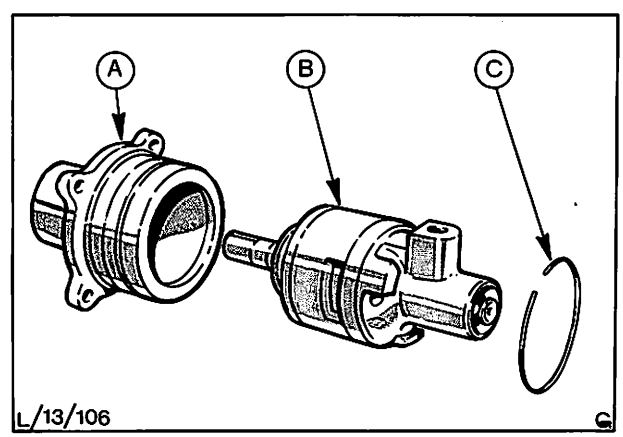

Abb. 68 Ausbauen der Pumpeneinheit
4. Sprengring C, Abb. 68, abnehmen und Pumpeneinheit B aus dem Pumpengehäuse A nehmen.